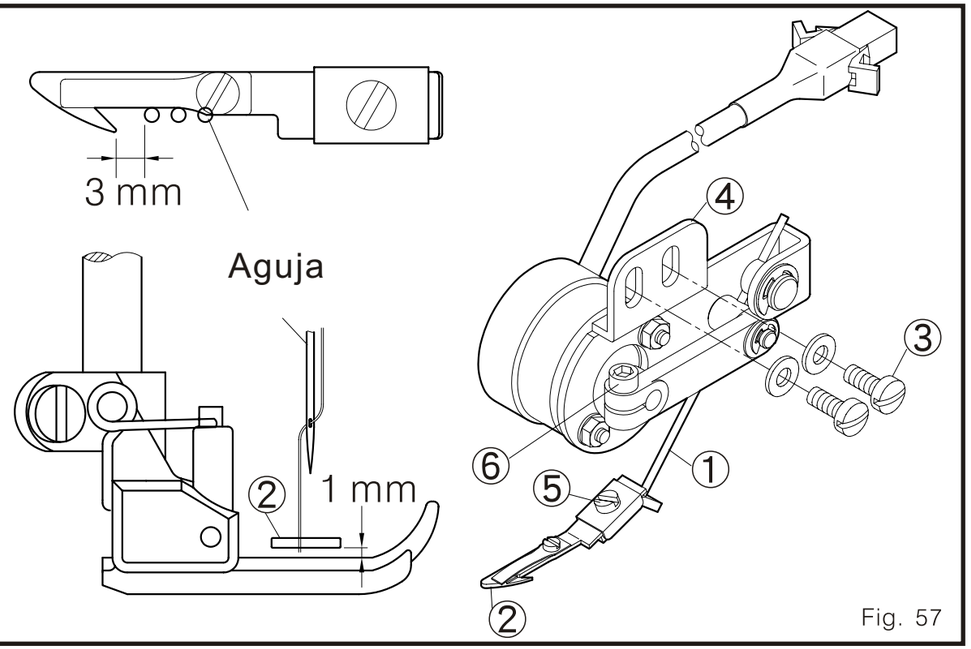

Fig. 57
1. El lugar correcto de la barra jaladora de hilo: Cuando la barra de hilo esta en el punto muerto superior, y la barra jaladora de hilo 1 esta en el punto muerto izquierdo, el fondo de gancho jalador de hilo 2 debe estar a 1 mm de la parte de arriba del pie-prénsatelas. (Fig. 57)